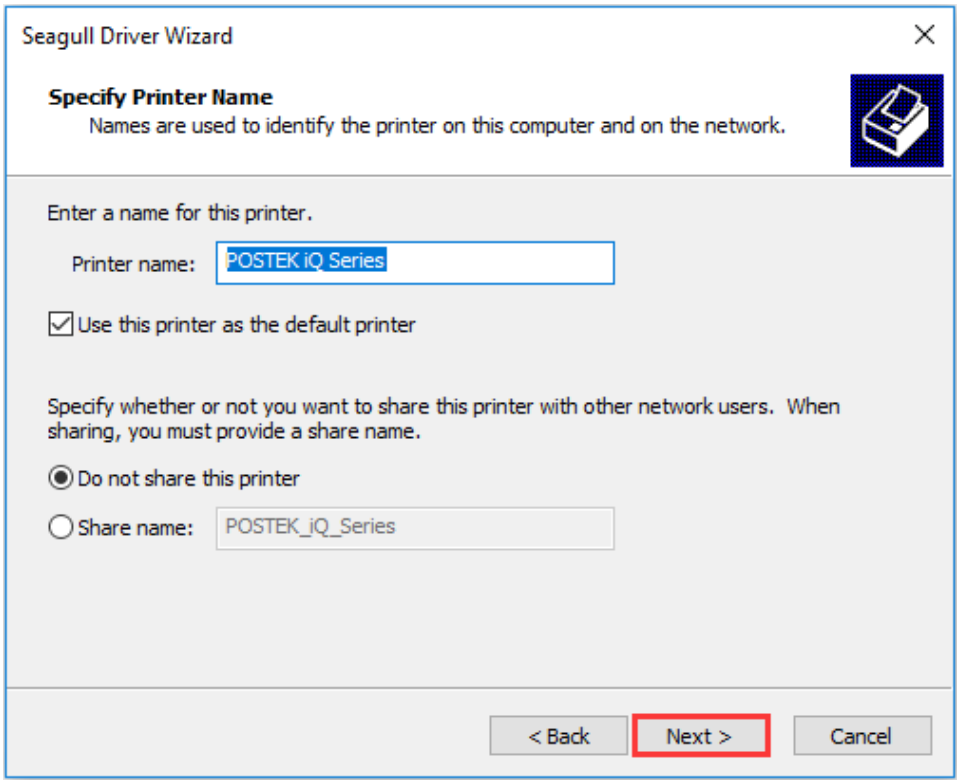

Figure 2-41 Specify Printer Name
10. On the "Specify Printer Name" screen, enter a name for the printer, as shown in Figure 2-41. Click "Next" to complete the driver installation.